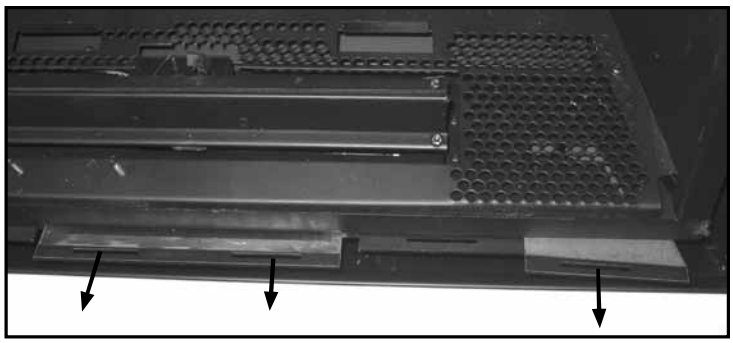

Figure 38: Air Intake Cover Plates.
c) Remove the two (2) air intake covers below the firebox (refer to Figure 38), they can be pried out using a flat head screwdriver.